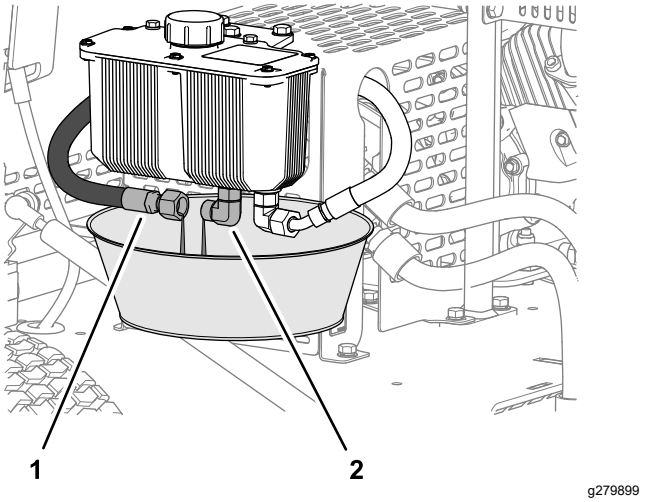

Figur 37
1. Rikta in ett kärl som rymmer två liter under hydraultanken (Figur 37).
2. Avlägsna hydraulslangen för tillförsel från tankens koppling och låt hydraulvätskan rinna ut helt och hållet (Figur 37).